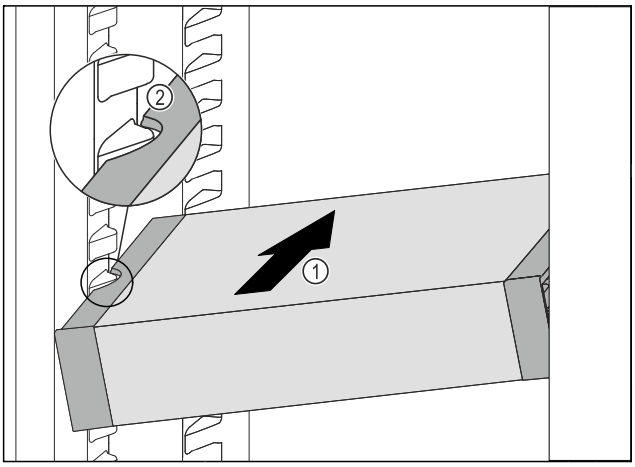

Fig. 117
▶ Insert the VarioSafe into the fridge section at an angle *Fig. 117 (1)* until the recesses in the side *Fig. 117 (2)* of the VarioSafe are at the level of the support rib in the fridge section.